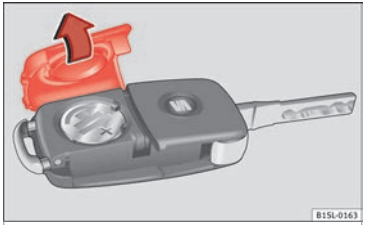

Fig. 126 Vehicle key: battery compartment cover
The battery is located to the rear of the vehicle key, under a cover ››› **Fig. 126**.
- Remove the cover from the back of the vehicle key ››› Fig. 126 in the direction of the arrow ››› ❗.
- Fit the battery compartment cover, pressing in the direction of the arrow as shown ››› Fig. 126 until it clicks into place.